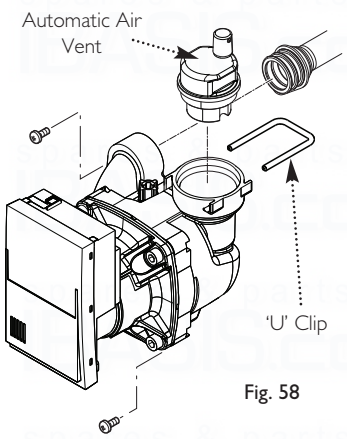

Fig. 58
13.13 Automatic Air Vent - Wilo (Fig. 58)